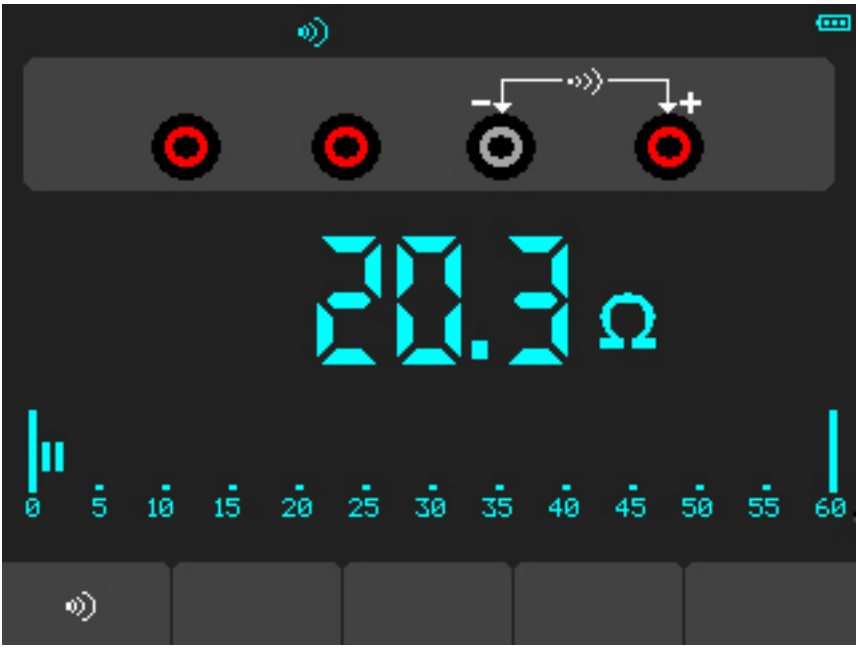

图 4-4 通断测量
c)将红色和黑色表笔连接到被测点。如果被测点电阻值小于30Ω，仪表将发出“滴滴”声音。(如图4-4)